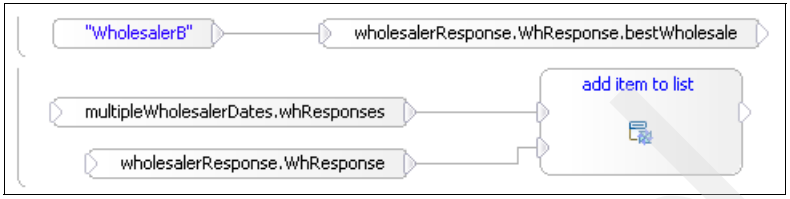

Figure 10-45 Add Date from Wholesaler B to List of Responses snippet activity
2. Refer to Figure 10-45 to create the snippet activity *Add Date from Wholesaler B to List of Responses*.